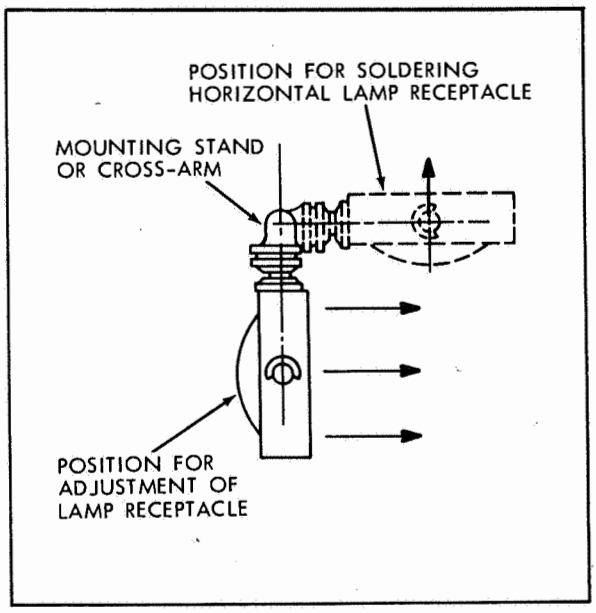
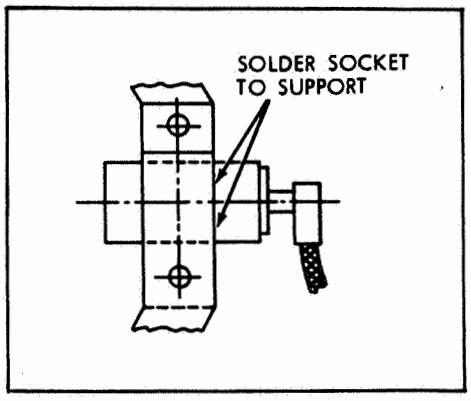

Figure 4-1. Signal Positions on Test Stand
Figure 4-4. Soldering of Lamp Socket
a. A suitable adjustable test stand for supporting the signal unit firmly in position. This should be an aluminum crossarm which has a ball and socket type of adjustment. This arrangement provides simultaneous horizontal and vertical adjustments in one operation. It is convenient to have the crossarm rotate on its axis so the unit can be swung upward for the soldering operation required on the lamp receptacle. An arrangement of this kind is shown in Figure 4-1.
2. Adjustment of Lamp Socket: Mount the signal unit in the test stand (Figure 4-1) located 50 feet from the flat white screen. Open the signal unit door for access to the lamp receptacle and its mounting.
Open the signal unit door, remove the test lamp and swing the unit up to the position shown in dotted lines in Figure 4-1. Before starting to solder the lamp receptacle, place a disc of corrugated cardboard over the reflector to protect the mirror surface from solder or tools which may be dropped into the signal unit. They can be dished to help keep it in place. Solder the socket securely to its support as shown in Figure 4-4.